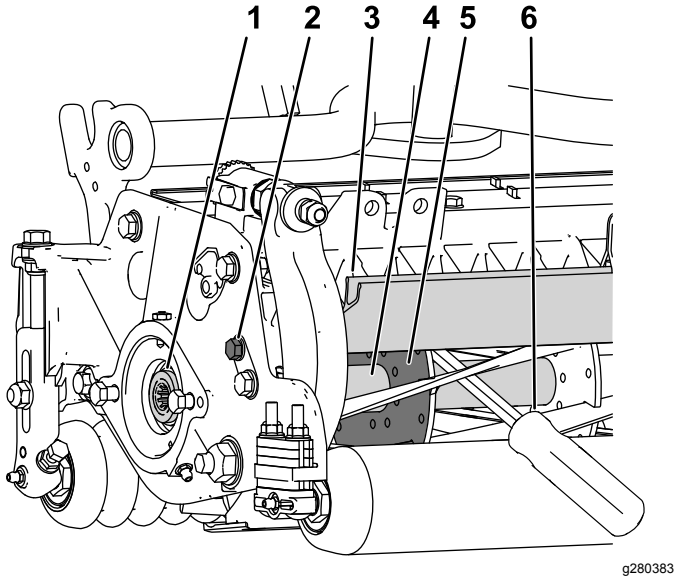

Figur 30
1. Lossa på skyddsskruven på klippenhetens vänstra sida och höj upp det bakre skyddet (Figur 30).
2. För in en bändstång med långt handtag (vi rekommenderar storleken ⅜ x 12 tum med ett skruvmejselhandtag) genom klippcylinderns baksida närmast sidan på den klippenhet som du ska dra åt (Figur 30).
3. Placera bändstången mot cylinderstödplattans svetsade sida (Figur 30).